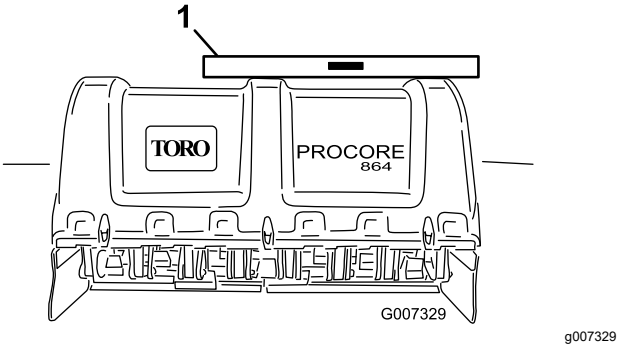

Figura 15
2. Coloque un nivel encima del bastidor del aireador para comprobar la nivelación lateral (Figura 15).